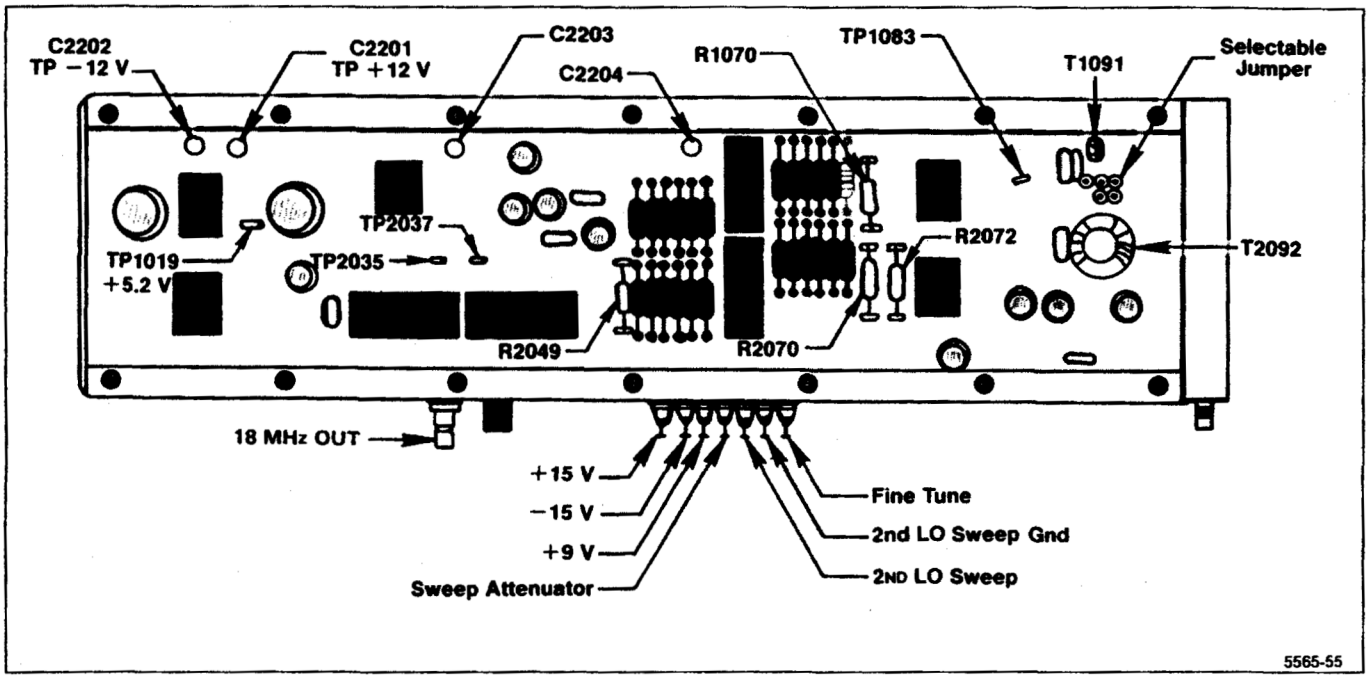

Figure 6-20. 16—20 MHz Phase Lock circuit test point and component locations.
Remove the 14 screws that hold the cover on the mu–metal section and remove the cover. Unsolder the leads to feedthrough capacitors C2203 and C2204. (These are the center two feedthrough terminals that feed through the circuit board, as shown in Figure 6-20.)
4. Remove the mu−metal lid and reconnect the leads to feedthrough capacitors C2203 and C2204, on the Phase Lock board (Figure 6-20). Replace the lid and install the 14 screws. Tighten the screws from the center toward the corners of the lid to prevent gaps between the lid and the housing. Do not overtighten because the screws are easily stripped.
a. Check all input voltages at the feedthrough capacitors in the housing wall. Refer to Figure 6-20 or the data printed on the lid. The voltage LEVEL at the sweep and tune input lines should be 0 V ±0.05 V with the FREQ SPAN/DIV ≥500 kHz.
d. Tune the 2nd LO to one end of its range where the frequency readout no longer changes. Note the frequency and measure the voltage on the Tune Line at the input feed-through capacitor (Figure 6-20).
g. If the frequency/volt change is low, decrease the value of R2072 (Figure 6-20).
(1) A shaper diode or resistor may be defective if the comb line spacing is consistent for part of the tuning range and 30 kHz or more off for the other parts of the sweep. To test the diodes for forward conduction, tune to the low end of the range and short R2049 (Figure 6-20). The output of U1073A (pin 1) should equal about +3 V. U1059 diodes B through G and U2059 diodes A through F should all have a 0.48 V forward drop. Use a floating or digital voltmeter to check the drop.
(2) Turn POWER off then temporarily replace Shaper resistor R2049 with a 20 kΩ potentiometer. Switch POWER on, and adjust the potentiometer to obtain the best overall linearity; decreasing resistance will decrease the spacing between comb lines in the upper portion of the tune range and spread the spacing for the lower portion. Increasing the resistance of R2049 will reverse the effect. When the correct setting is found, turn POWER off, measure the resistance, and replace with a fixed resistor of the same or near the same value.